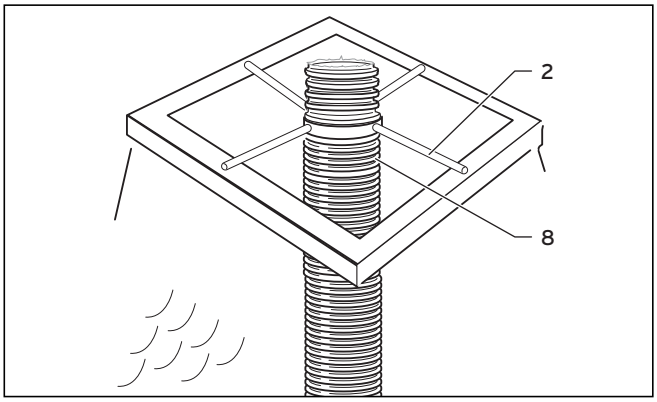

Fig. 4.53 Conduit flexible d'évacuation des fumées
➤ Faites glisser la croix de montage (**2**) par le conduit des fumées (8), sur la paroi de la cheminée d'aération (**→ fig. 4.53**).